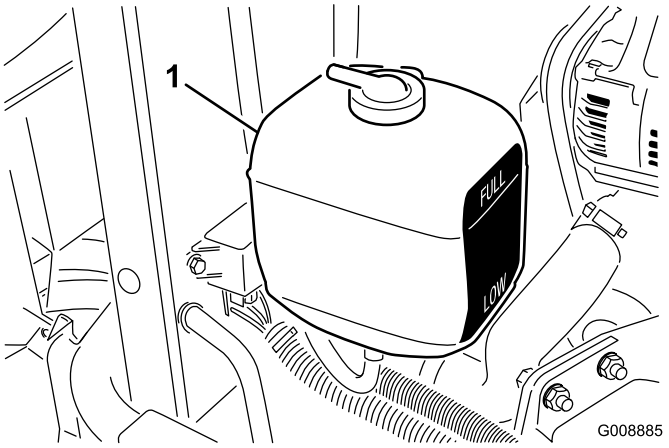

Figuur 39
1. Controleer het koelvloeistofpeil in de expansietank (Figuur 39).